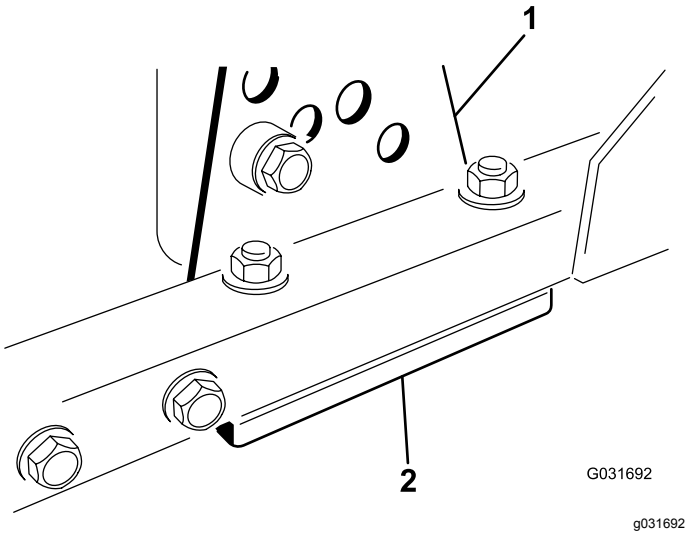

Figur 63
1. Ta klippehøydebraketten (fremre, venstre eller høyre) av klippeenhetens ramme (Figur 63).
2. Juster 1,5 mm mellomlegg og/eller 0,7 mm mellomlegg mellom klippeenhetens ramme og brakett for å oppnå ønsket klippehøyde (Figur 63).